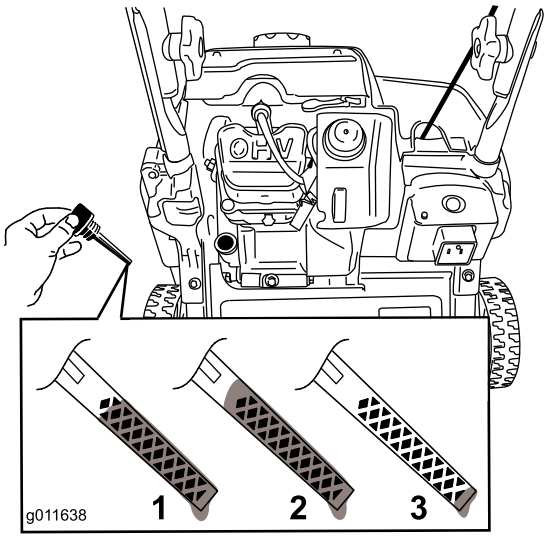

Figur 13
8. For å avgjøre riktig oljenivå på peilestaven, se Figur 13.
Merk: Fyll motorveivhuset med olje til peilestaven viser at motoroljenivået er korrekt som vist i Figur 13. Hvis du fyller for mye olje på motoren, fjern den overflødige oljen som oppgitt i Skifte motorolje.